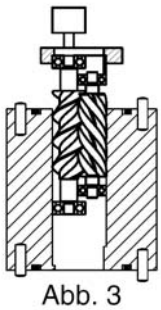

Abb. 3
- Spindelsatz in das Messgehäuse einschieben (Abb.3)
- Distanzscheibe montieren (Abb. 3)